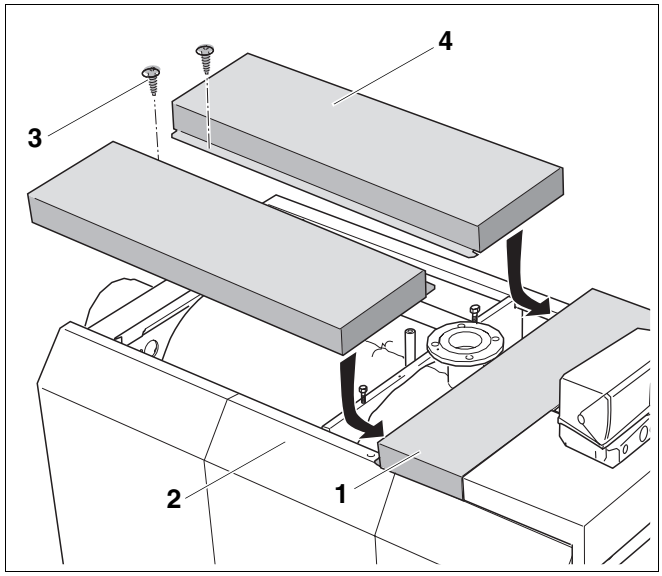

Fig. 40 Montaggio delle coperture caldaia laterali
- Porre le coperture caldaia laterali (fig. 40, **pos. 4**) con la piegatura verso l'interno sui pannelli laterali (fig. 40, **pos. 2**).
- Spingere le coperture caldaia laterali (fig. 40, **pos. 4**) contro la copertura anteriore (fig. 40, **pos. 1**) e incastrarle. A tale scopo sollevare dietro leggermente le coperture caldaia laterali durante il movimento di spinta in avanti.
- Assicurare le coperture caldaia laterali (fig. 40, **pos. 4**) con le viti (fig. 40, **pos. 3**).